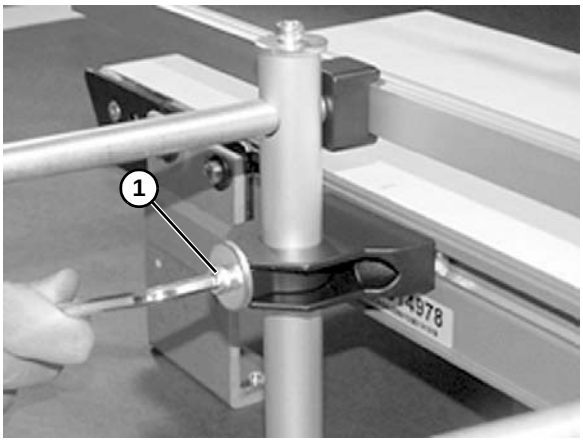

Abbildung 42
7. Schienenhöhe mit der unteren Schraube einstellen **(Abbildung 42, Teil 1)**.